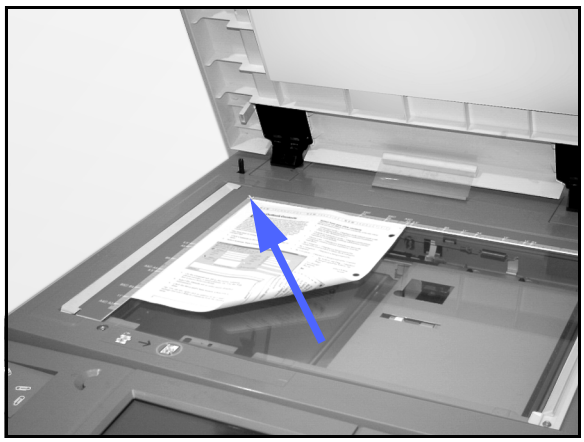

Figuur 4: Een origineel op de glasplaat plaatsen
- De afdekklep van de glasplaat of de 2-zijdige AOD optillen en het origineel op de glasplaat leggen met de beeldzijde omlaag (zie figuur 4).